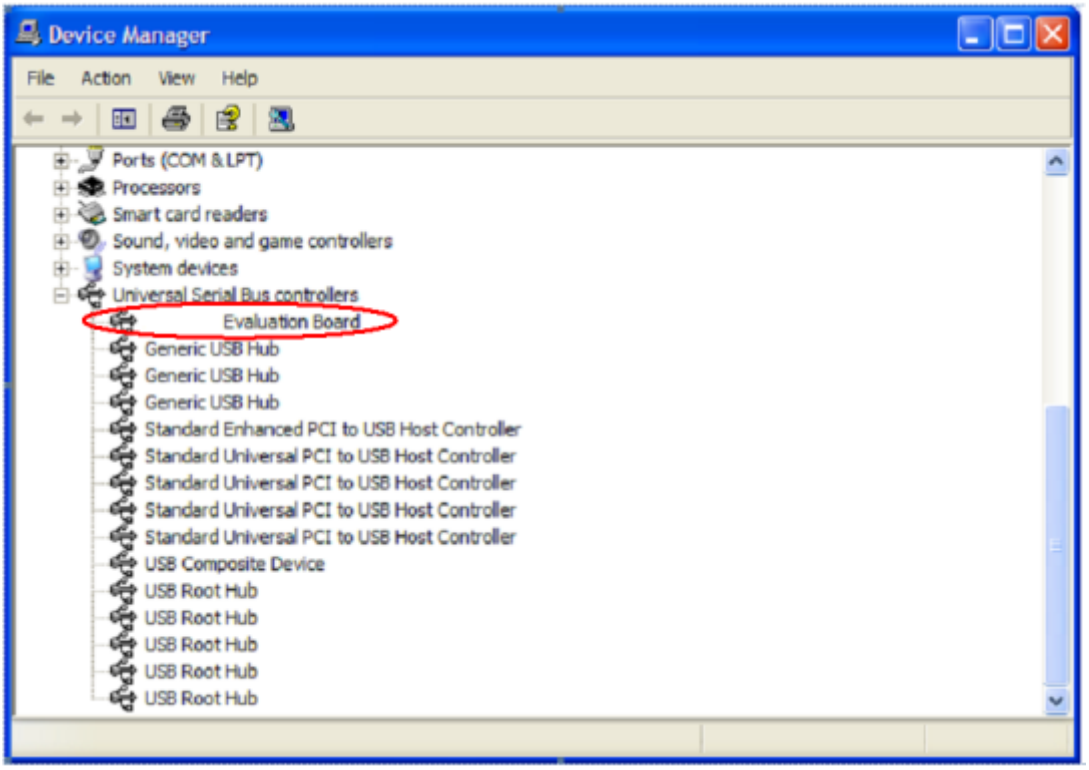

Figure 9. Verify Driver Installation
5. To verify that the USB driver is installed properly, click **Start**. Then select **Control Panel** > **System** and open the **Device Manager** (see Figure 9).